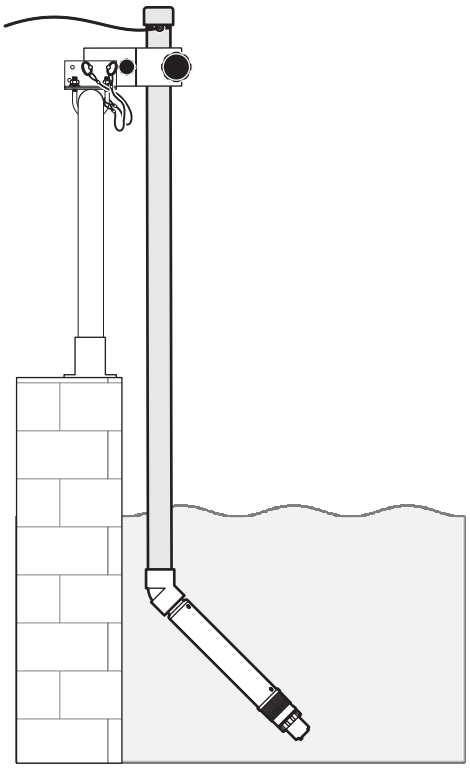

Abbildung 10 Beispiel für die Sensor-Installation mit Geländerhalterung
- Einzelheiten zur Installation entnehmen Sie bitte den Anweisungen, die dem zusätzlichen Montagezubehör beiliegen (siehe Abbildung 10 auf Seite 16).